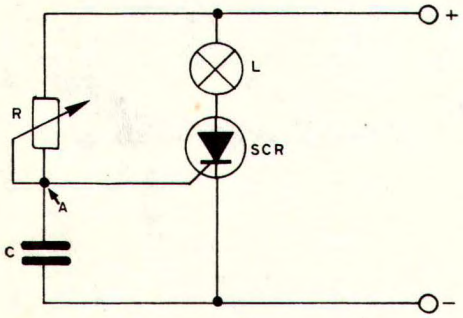

FIGURA 3
No nosso temporizador, ligamos no circuito de disparo, ou seja, na comporta, um resistor variável (R) e um capacitor de grande valor (C), como mostra a figura 3.